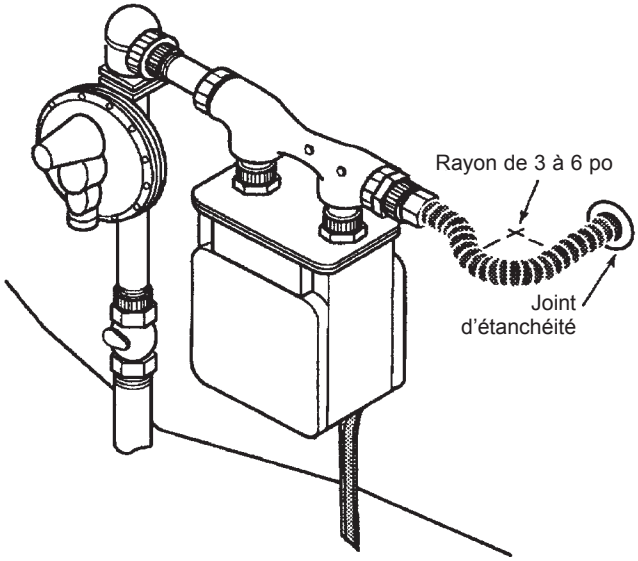

Figure: 4-13
2. Mes compteurs qui sont supportés individuellement par un support peuvent être raccordés directement à l'extérieur avec ***TracPipe®***. (Voir Figure : 4-13). Si possible, les connexions directes doivent inclure une longueur supplémentaire de tube de 3 à 6 po pour s'adapter aux tassements différentiels et au déplacement du compteur. Aucune protection mécanique de la canalisation n'est requise pour les connexions extérieures.